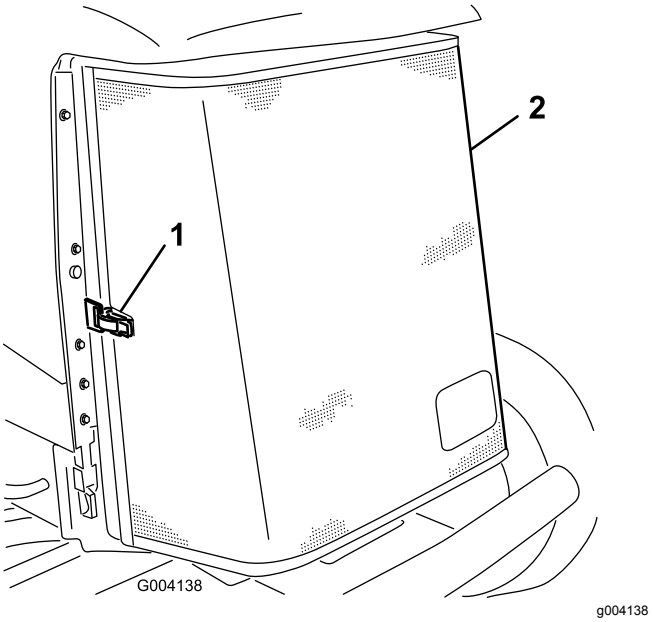

**Figur 94**
3. Lås klemmen op, og drej kølergitteret for at åbne det (Figur 94).